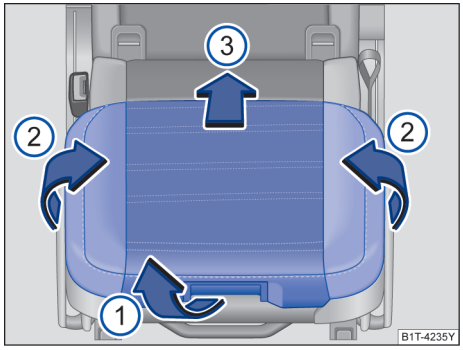

图 45 集成式儿童座椅：打开坐垫及其侧翼
- 使用把手解锁并将坐垫沿→图 45①箭头所示方向打开。
- 沿方向③推坐垫直到坐垫被固定。
- 沿方向②将坐垫侧翼折起。